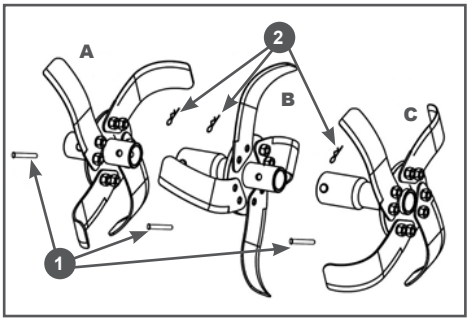

Рис. 2 Установка фрез
2. Установите фрезы на выходной вал редуктора, закрепите их пальцами 1 и шплинтами 2 (Рис. 2).
Для примера на Рис. 2 показана установка левых фрез.